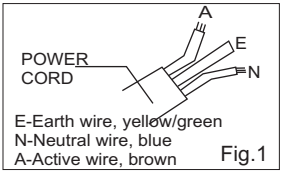

Fig.1
1. Power cord conductors are distinguished according to color as follows (see Fig.1)